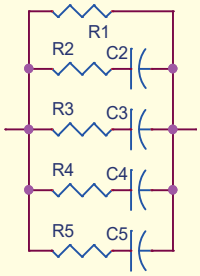

Rys. 4
*(...) Superkondensator – ze względu na budowę wewnętrzną – modelowany jest jako zbiór połączonych równolegle kondensatorów o coraz większej rezystancji szeregowej (patrz **rysunek 4**). Powoduje to, że prąd samorozładowania stabilizuje się dopiero po długim czasie ładowania – znacznie dłuższym niż miałoby to miejsce w przypadku tradycyjnego kondensatora o podobnej pojemności (noty katalogowe specyfikują przykładowo 72h lub 100h) – wcześniejsze pomiary zostaną zafałszowane faktem niepełnego naładowania niektórych pojemności składowych i przenoszeniem ładunku pomiędzy nimi. Zachowanie takie udało się potwierdzić eksperymentalnie (...) po pierwszych kilku godzinach ładowania napięcie na kondensatorze osiągnęło 3,97V – znacząco mniej niż dla „tradycyjnego" kondensatora o podobnej pojemności ładowanego przez rezystor 2kΩ.*